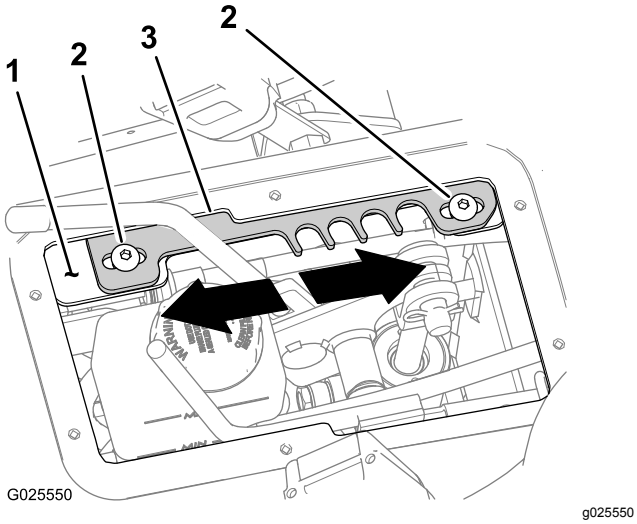

図 62
4. 速度レンジレバーを **T** 移動走行レンジにセットする図 62。
5. ディテントプレートをレバーサポートブラケットに固定している六角ソケットねじ5/16 x ¾"2本をゆるめる図 62。
- 最高速度を大きくするには、ディテントプレートを **前方に** 移動させる図 62。
- 最高速度を小さくするには、ディテントプレートを **後方に** 移動させる図 62。